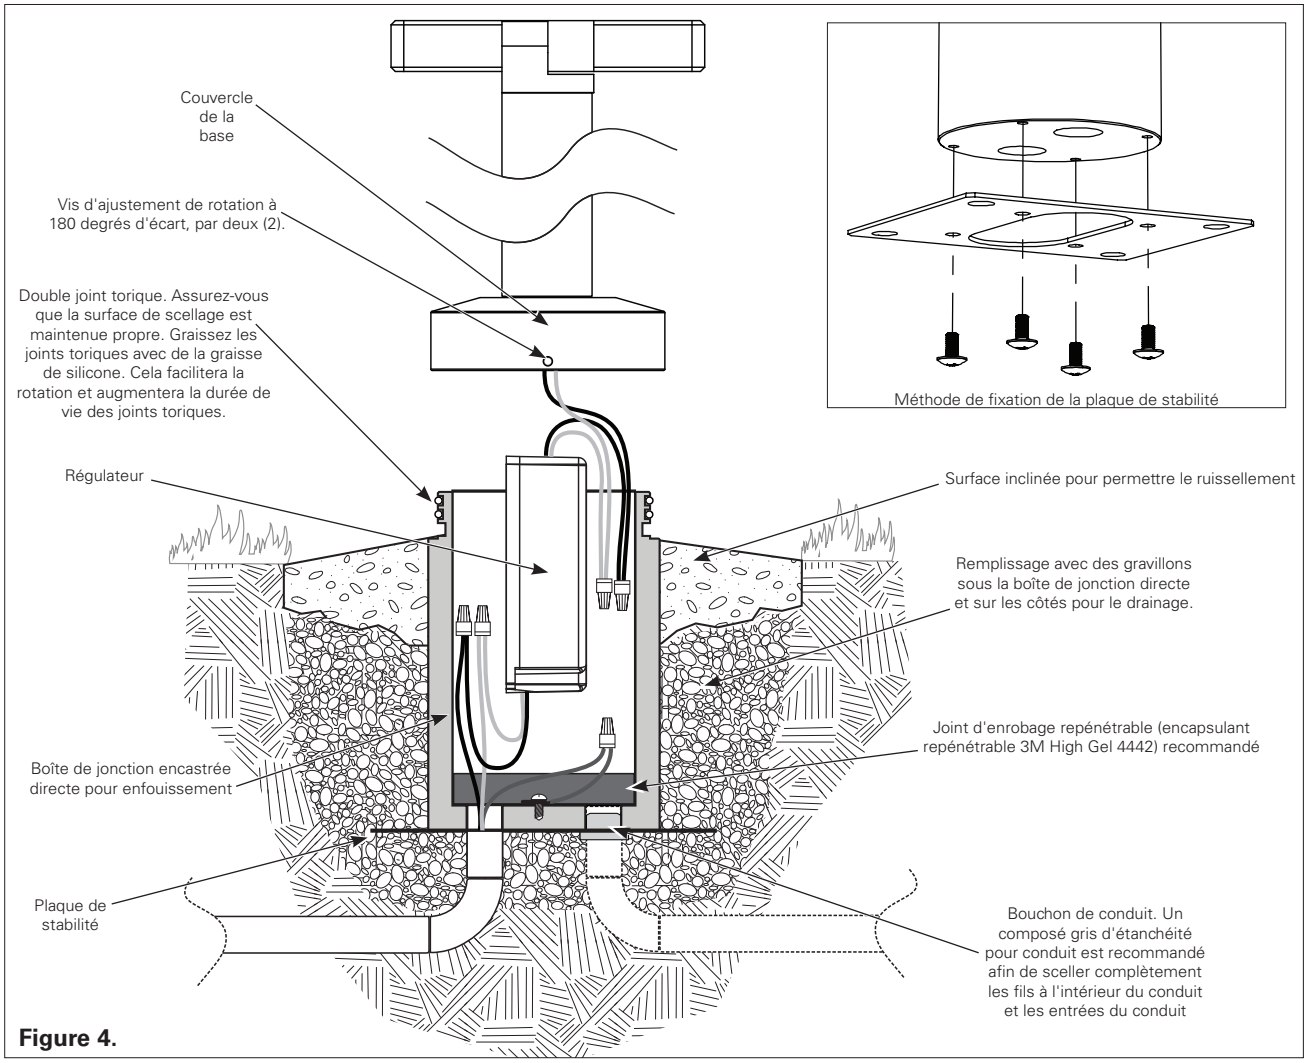

Figure 4.
3. Fixez la plaque de stabilité si nécessaire. Elle s'attache sous la boîte de jonction avec quatre vis philips 10-32 - fournies. Voir la figure 4 ci-dessous. La plaque de stabilité a été conçue pour accepter des boulons d'ancrage de 9,52 mm (3/8 po) pour plus de stabilité pour des installations dans la terre ou dans des chapes de béton.